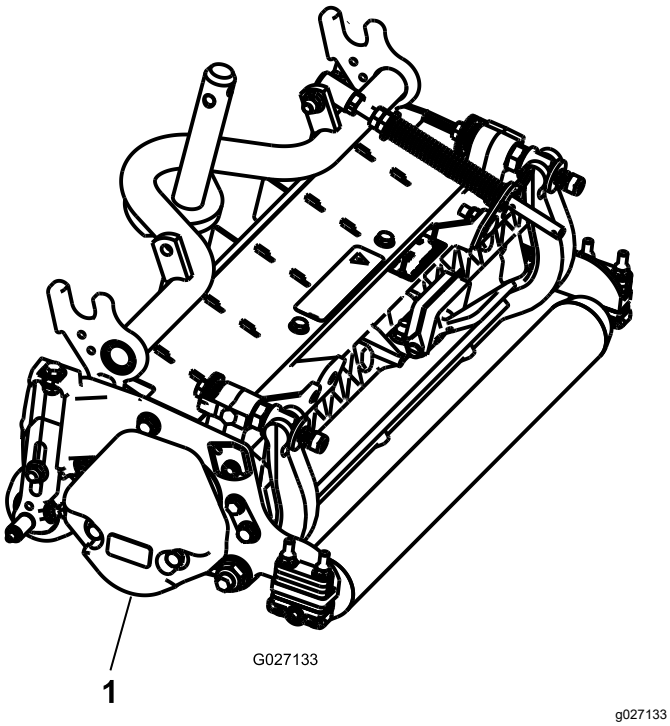

Figuur 7
3. Zorg ervoor dat het contragewicht (Figuur 7) wordt gemonteerd aan het juiste uiteinde van de maai-eenheid volgens de instructies in de *Gebruikershandleiding* van de maai-eenheid.